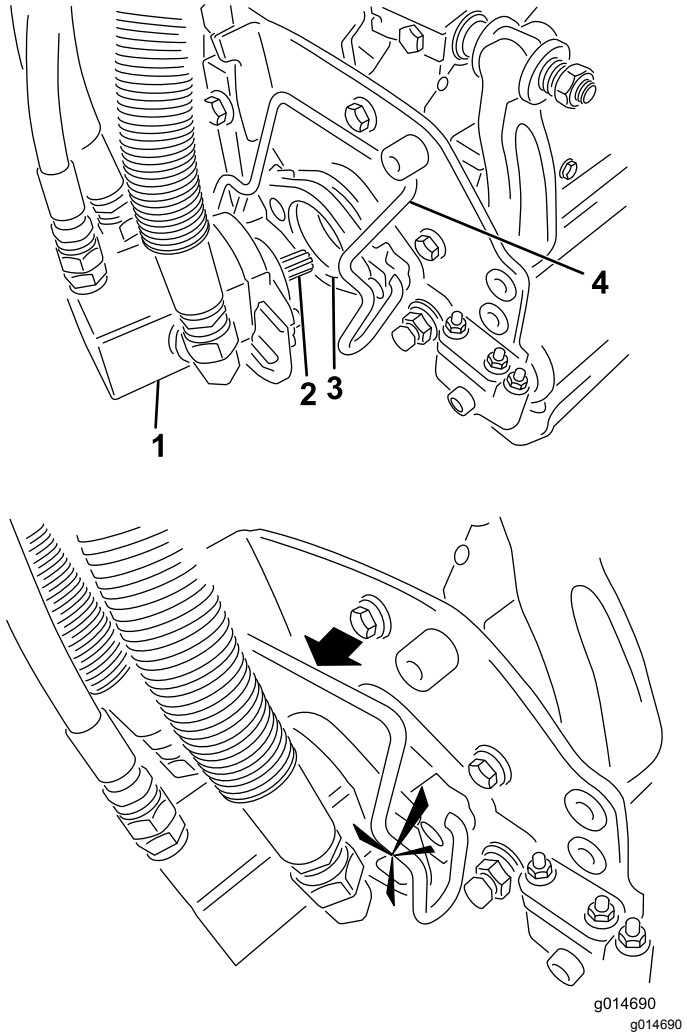

Rysunek 46
5. Nasmaruj wał z wypustem silnika zespołu tnącego cienką warstwą smaru (Rysunek 46).
6. Umieść silnik po lewej stronie jednostki tnącej (patrząc ze stanowiska operatora) i pociągnij pręt mocujący silnik na jednostce tnącej w kierunku silnika, aż do usłyszenia charakterystycznego kliknięcia po obu stronach silnika (Rysunek 46).